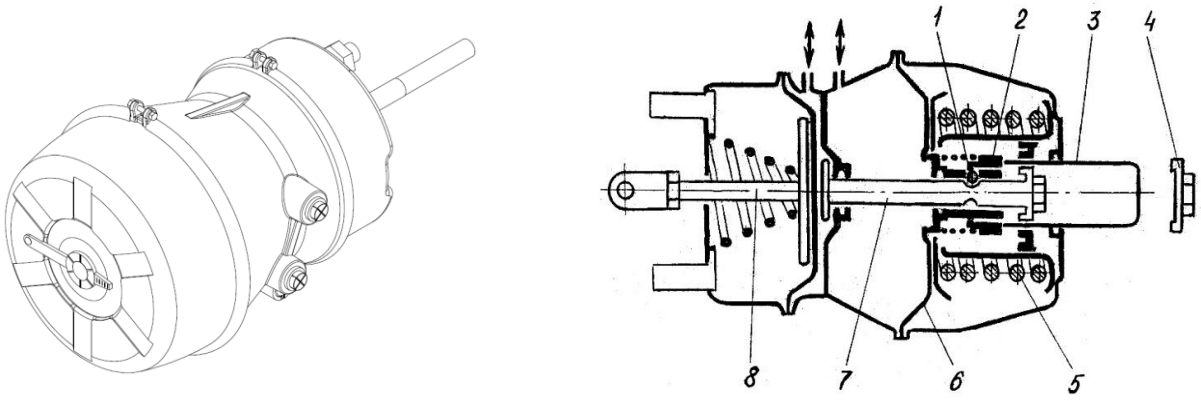

Рис. 1.12 – Тормозная камера с энергоаккумулятором
Тормозная камера с пружинным энергоаккумулятором (18) (рис. 1.12) предназначена для приведения в действие тормозных механизмов второй и третьей осей (для трёхосных полуприцепов) или второй, третьей и четвёртой осей (для четырёхосных) при включении рабочего и стояночного тормозов. Состоит из двух основных частей - силовой части (тормозной камеры) и пружинного энергоаккумулятора. Силовая часть работает независимо от пружинного энергоаккумулятора.
На рис. 1.12 изображена тормозная камера в положении готовности к движению: кран стояночного тормоза включен, энергоаккумулятор под давлением сжатого воздуха, пружина энергоаккумулятора (5) сжата, шток (7) и силовая часть камеры в исходном положении.